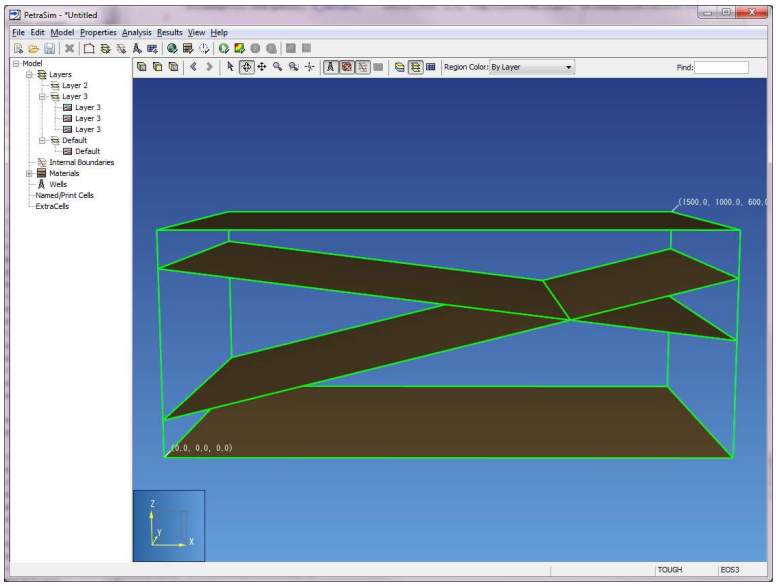
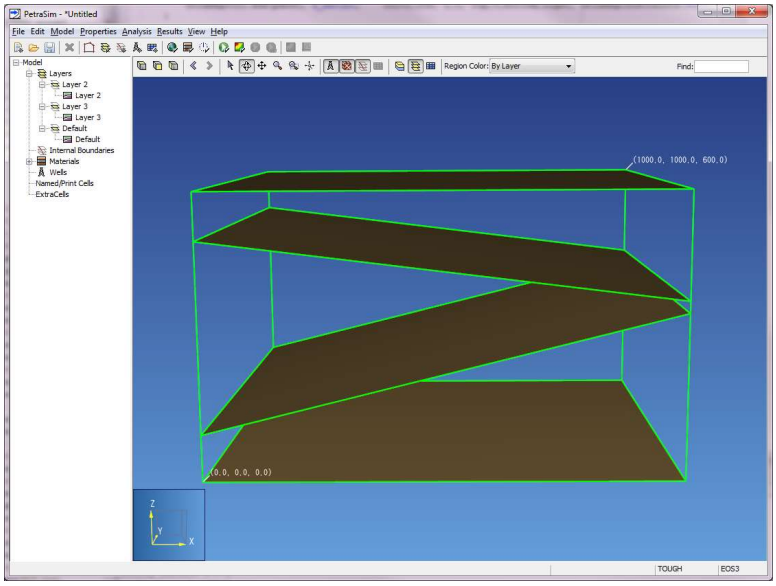

Figure 6-9: Example of invalid layer divisions
**Figure 6-10: Fixed layer divisions**
- Layer divisions are allowed to touch along areas, pinching the layer, but they should not cross within the model boundary. While PetraSim does not enforce this rule, it is best practice to make sure this rule is followed since it reduces ambiguities in determining the order of the layers along the Z direction. An example of invalid divisions is shown in Figure 6-9. PetraSim cannot reliably determine which layer should be the top, middle, and bottom. The model in this image could be fixed by changing the boundary to only include the portion of the model to the left or right of the divisions' intersection as shown in Figure 6-10.